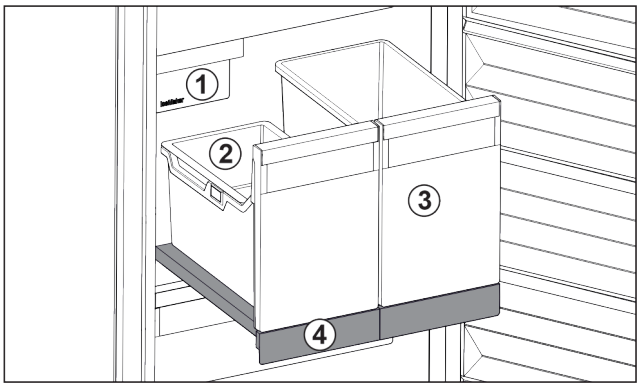

*Fig. 138 Uitschuifplateau met IceTower*
Op het uitschuifplateau bevinden zich twee hoge bakken (IceTower). In de bak *Fig. 138 (2)* worden ijsblokjes uit de IceMaker verzameld en bewaard. Bak *Fig. 138 (3)* is geschikt voor het bewaren van hoge levensmiddelen zoals pizza's of alcoholische dranken.